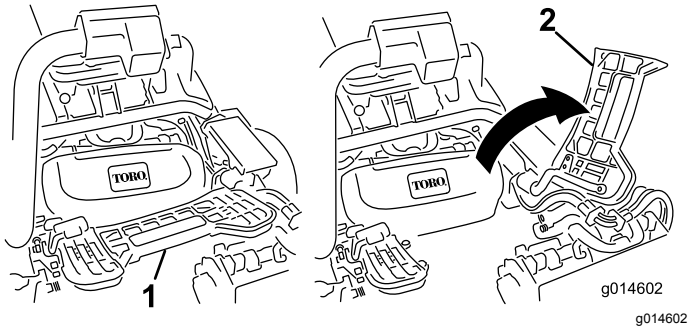

Figur 44
1. Lyft upp fotstödet och fäll upp det så att du kommer åt den mittersta klippenheten (Figur 44).